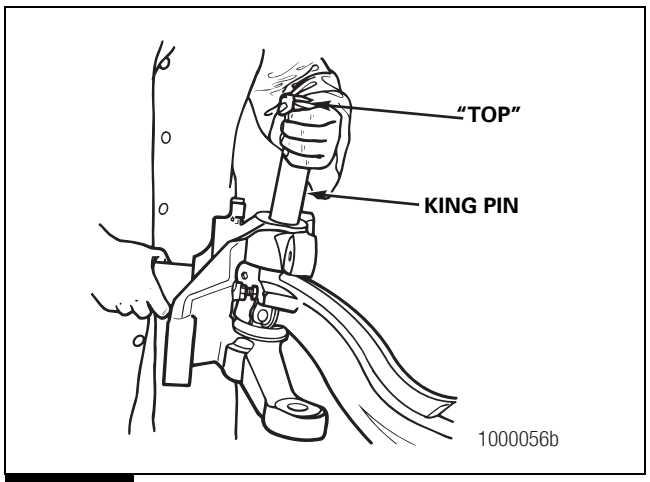

Figure 6.23
7. Verify that you can see the word “TOP,” which is stamped on the king pin. Figure 6.23.